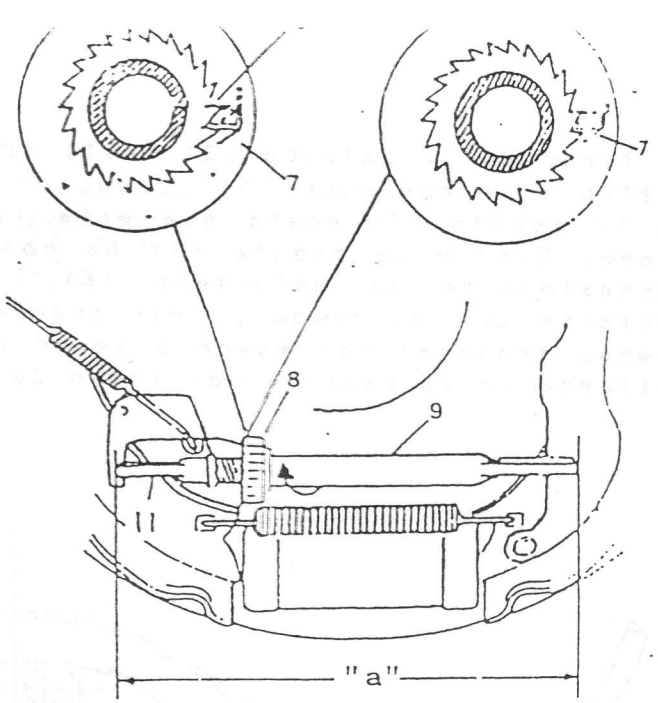

Fig. 19-14
Si la uñeta (7) (Fig. 19-14) de la rueda dentada (8), no ha sobrepasado el diente donde se encontraba alojada antes de pisar el freno (Ver detalle "A"); debido a que los forros de las zapatas no han sufrido un desgaste suficiente, la rueda dentada no alterará su posición, y por lo tanto la cota (b) del dispositivo autoregulador (9) no variara.
Si la uñeta (7) (Fig. 19-14) sobrepasa el diente donde se encontraba alojada antes de pisar el freno (Ver detalle "B") debido a que los forros de las zapatas han sufrido un considerable desgaste, la rueda dentada (8) gira impulsada por la uñeta (7) al apoyarse sobre la cara perpendicular (10) del diente en su carrera de regreso a la posición de origen. A consecuencia del giro de la rueda dentada (8), el vástago (11) del dispositivo autoregulador desenrosca un poco, aumentando así la cota (a), que en definitiva, es la que determina la aproximación de las zapatas al tambor en estado de reposo.